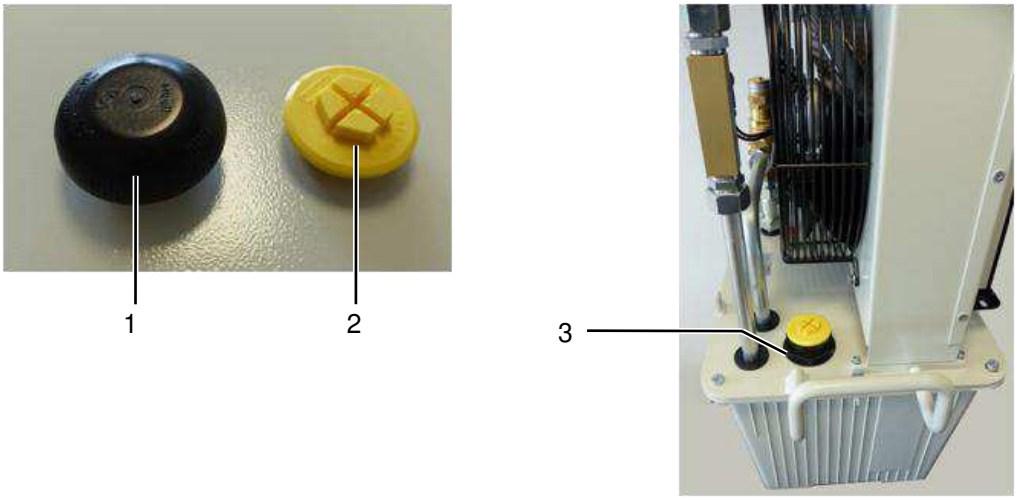

Fig. 10: *Operation cap, transportation cap, filler plug of coolant container*
1) Loosen cover nut using a metric AF36 wrench and dismount. Use second wrench of the same size at point 4 in Fig. 10 for holding the valve in place.